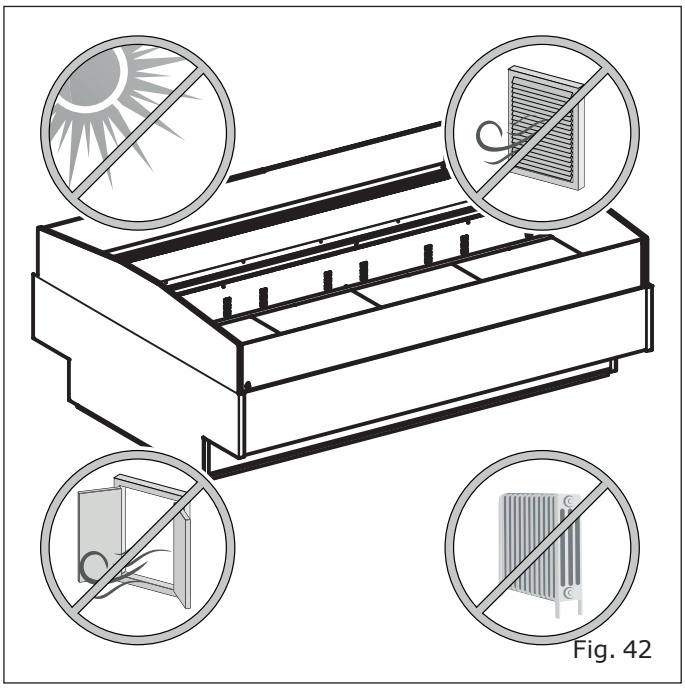

Fig. 42
- Lejos de fuentes de calor, luz solar directa, puertas, ventanas, ventiladores y rejillas de ventilación ("Fig. 42").